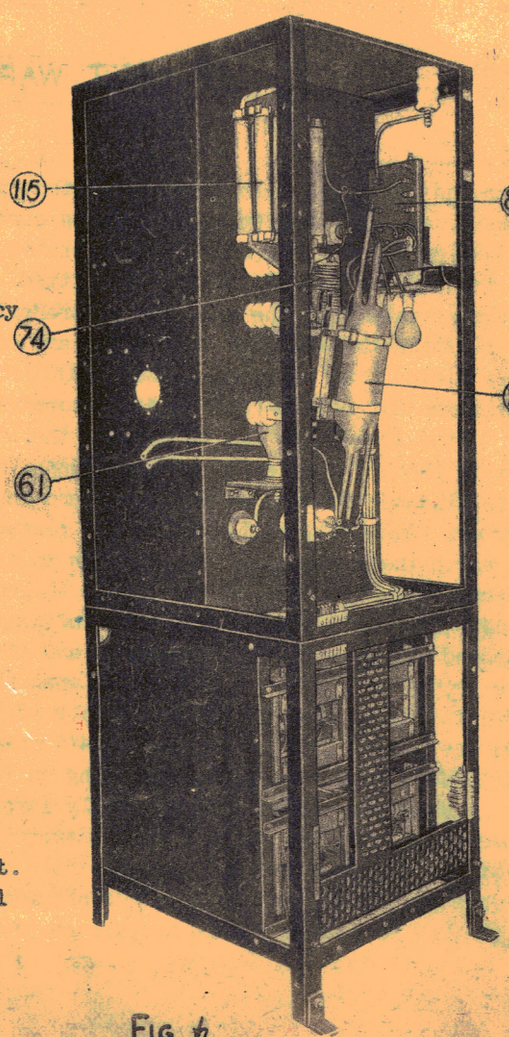

FIG. 1.
A tuned primary (or grid) circuit is connected between the anodes and grids of the transmitting valves (19)(20) and the tuned aerial circuit is connected between the anodes and filaments. The complete circuit diagram is shown in figure 1 and a simplified diagram in figure m.